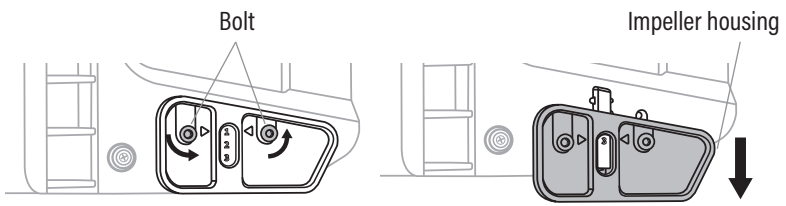

Fig. 7A Fig. 7B
- In practice, when working on flat surfaces, it is common to keep the skid shoes in "1" position with the impeller housing close to the ground. (Fig. 7A)